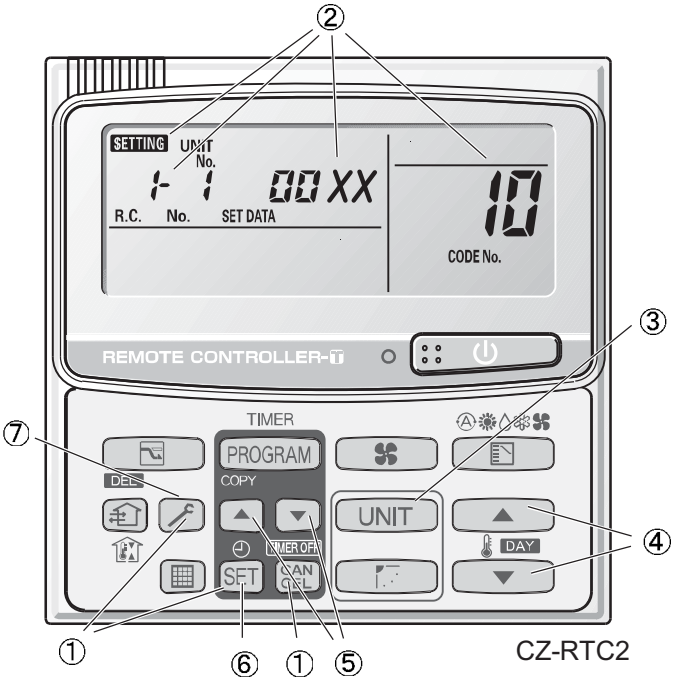

Fig. 7-3
① Press and hold the [🔧], [SET] and [CANCEL] buttons simultaneously for 4 seconds or longer.
② "SETTING", unit No. "1- 1" (or "ALL" in the case of group control), item code "10," and settings data "00XX" are displayed blinking on the remote controller LCD display (Fig. 7-3).